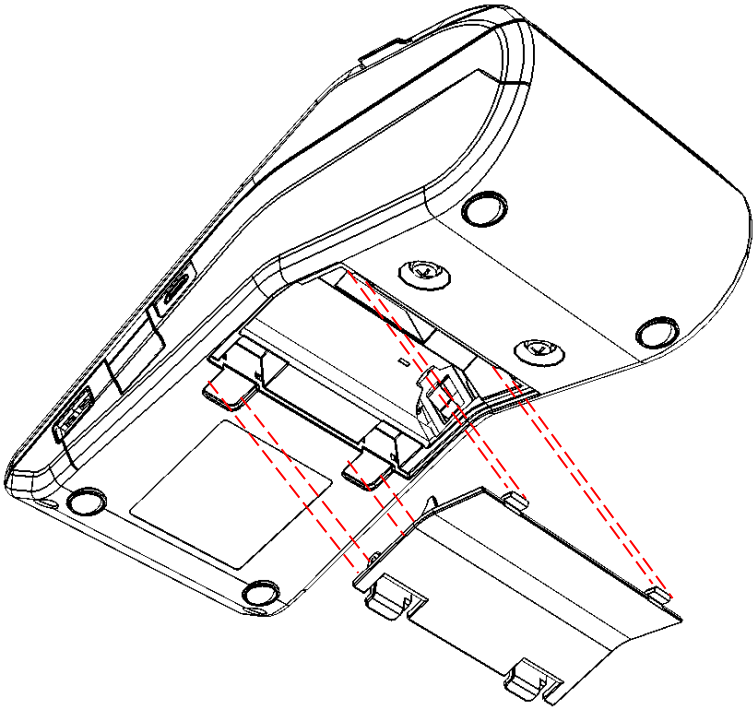

Рисунок 5. Снятие крышки отсека для АКБ и ФН
3. Отделить крышку от отсека (см. рисунок 5 на странице 9).
3. Отделить крышку отсека от корпуса (см. рисунок 5).